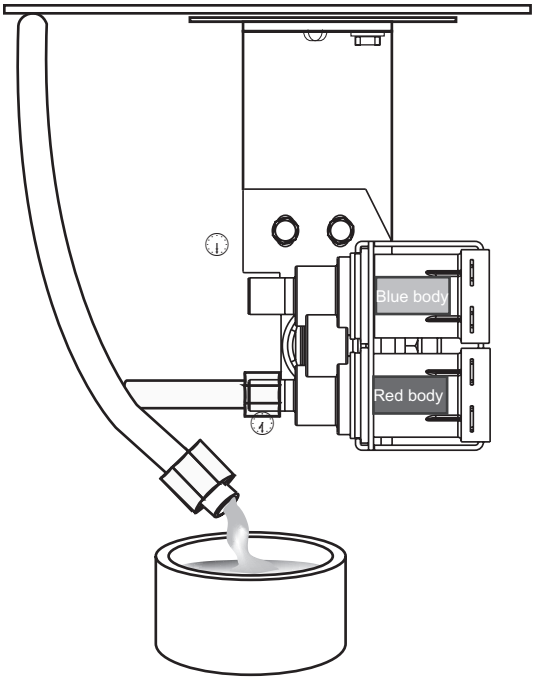

Figure. 11-7. —Draining reservoir before removal.
4. Disconnect the water line at the valve and place the end in suitable container to catch the draining water. See Figure 11-7, ① and ④.